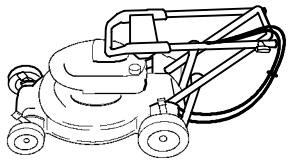

**Figure 42**
2. Carefully swing the upper handle forward until it rests on the engine (Fig. 42).